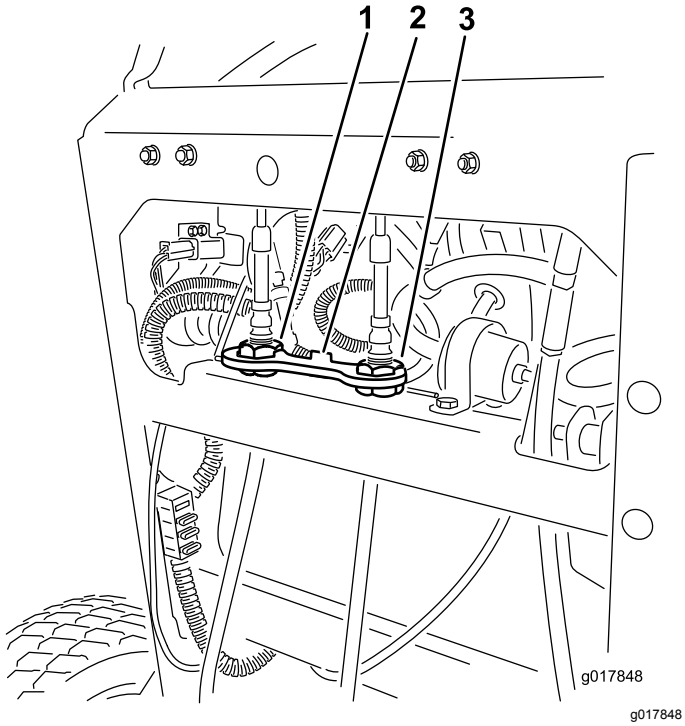

**Figuur 56**
4. Draai de rechter kabelafstelling zo, dat de rechter rijhendel in het midden van de sleuf voor de neutraalstand in het bedieningspaneel staat (Figuur 56).